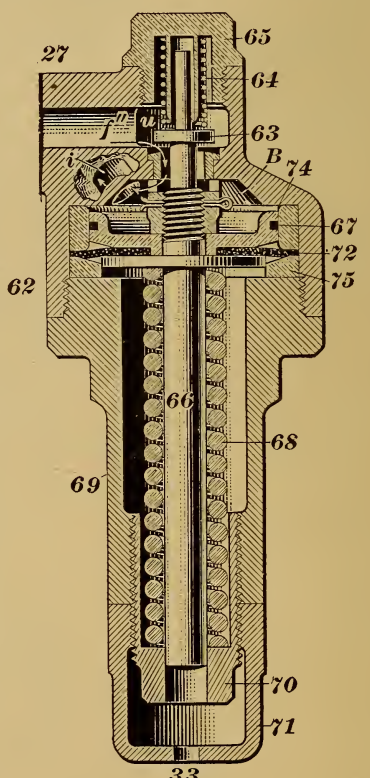

FIG. 17.
The duplex pump-governor, also, is the same as the one used with the high-speed brake, but it is piped differently, as will be seen by comparing Figs. 8 and 16. In the high-speed brake, both diaphragm cases of the governor are piped to the engineer's brake valve at *R,* while in Fig. 16, only the right-hand diaphragm case is piped to *R,* the other case being piped to a connection in the reversing cock, which leads to the chamber that communicates with the passage *f''* and chamber *u* of the feed-valve, Fig. 17. Pipes *c* and *a* therefore connect with the same chamber in the reversing cock. By this arrangement of the piping, it is possible: (1) to regulate the train-pipe pressure to 70 pounds and the main-reservoir pressure to 90 as
38. Ordinary Running Conditions.—Ordinarily, the handle of the pump-governor cut-out cock is turned parallel with the pipe, so that the left-hand side of the governor operates the air pump. The reversing-cock handle is also turned to the left, as shown in Fig. 16, so that the train-line pressure is regulated by the left-hand feed-valve. Now, suppose the brake valve to be in running position and the pump working; air from the main reservoir can pass through the brake valve and pipe *a* to chamber *u* of the left-hand feed-valve, Fig. 17, and thence through pipe *c* to the pump governor. As soon as main-reservoir pressure is raised to 90 pounds, the governor will stop the pump. Main-reservoir pressure will then be maintained at 90 and train-pipe pressure at 70 pounds, as long as the brake valve is carried in running position.